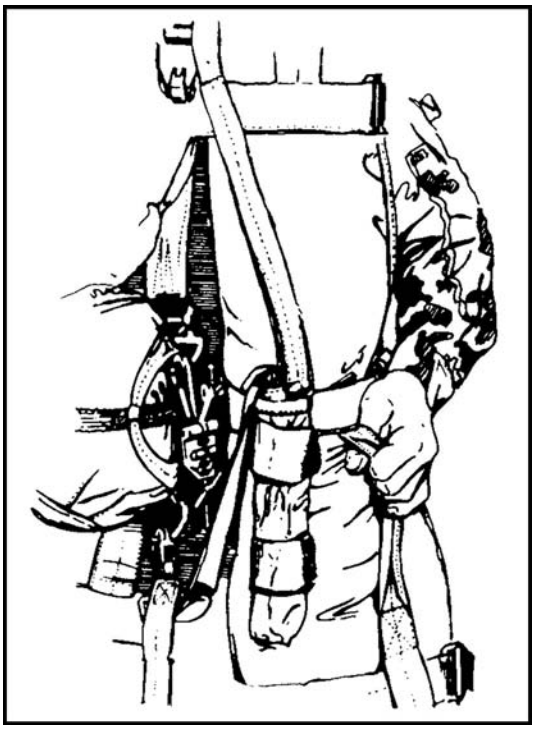

Figure 12-56. AT4JP secured.
d. Secure the AT4JP by attaching the quick-release assembly to the left D-ring outside of the H-harness snap hook (Figure 12-56). Ensure that the quick-release safety gate is closed and the quick-release snap is locked to the D-ring, and that the quick-release assembly release attachment sequence is inboard to outboard as follows: reserve, H-harness, and AT4JP quick-release snap.